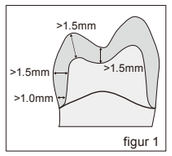

figur 1
- Minimum vægtykkelse skal være 1,5 mm. 1 mm i kantområder. Præparer kanterne med en dyb chamfer eller afrundet skulder. (figur 1)